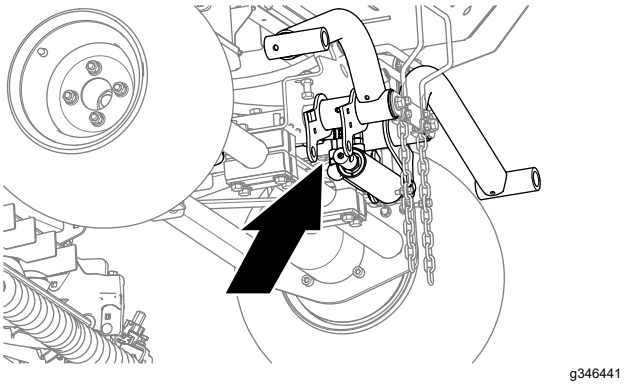

Figur 13
1. Rikta in ett avtappningskärl under lyftcylinderns hydraulkopplingar (Figur 13).